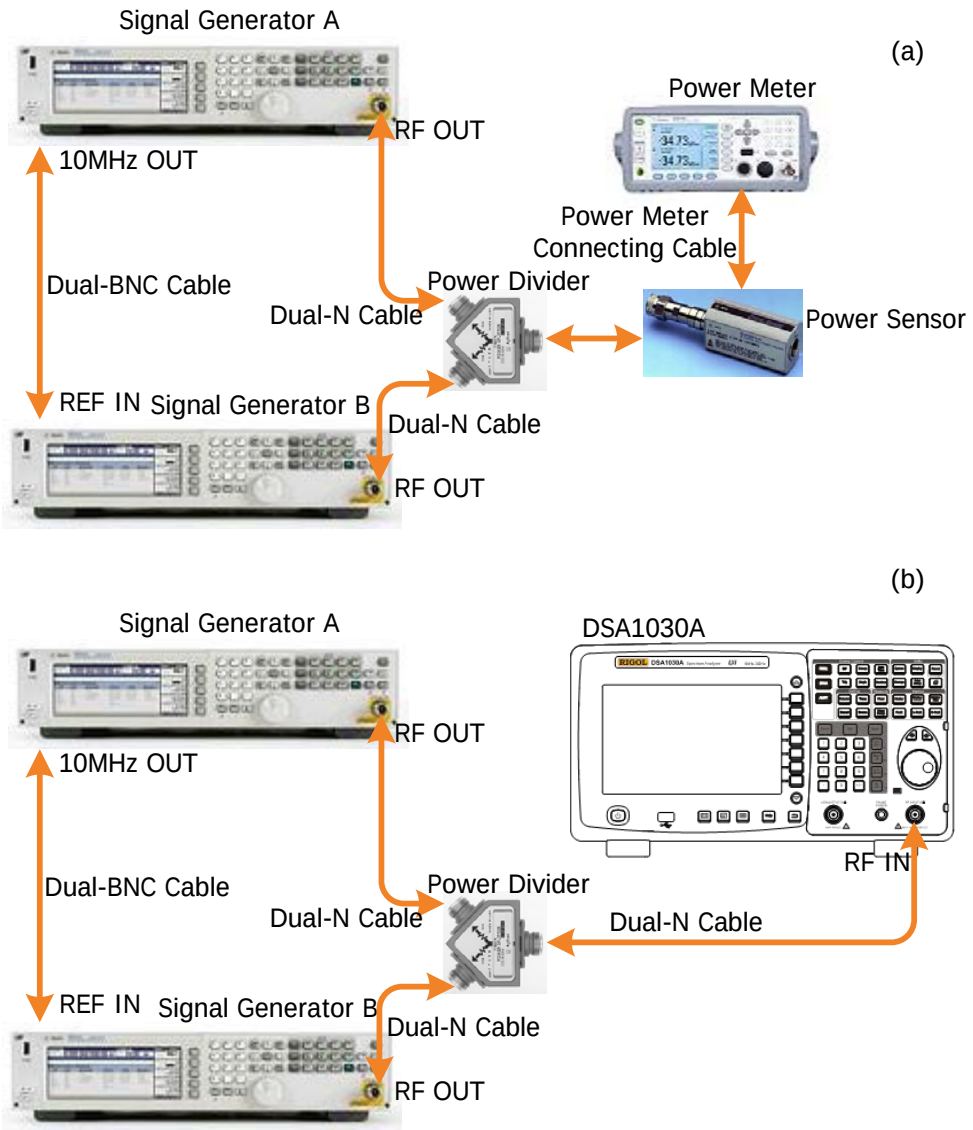

Figure 2-7 1 dB Gain Compression Test Connection Diagram
2. Synchronize the two signal generators. Connect the outputs of the two signal generators using the power divider and connect the power divider with the power sensor, as shown in Figure 2-7 (a).
6. Disconnect the power divider and power sensor and connect the power divider with spectrum analyzer, as shown in Figure 2-7 (b).